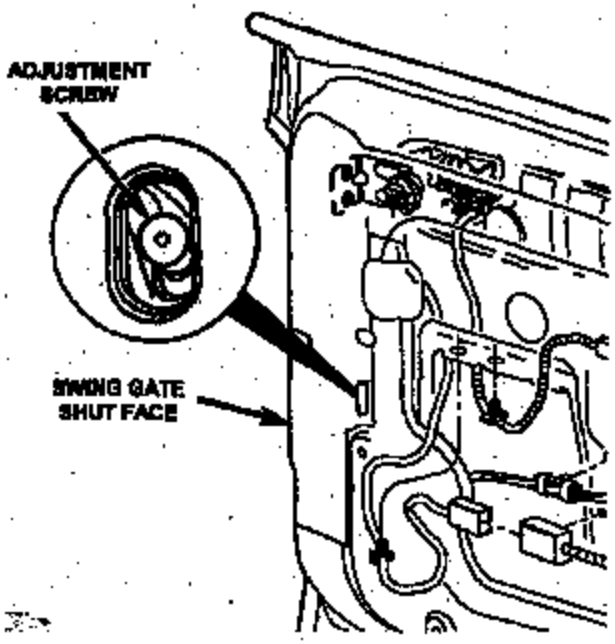

Figure 4
g. Locate the adjustment screw access hole on the swing gate (Figure 4).
h. Insert a 5/32-inch hex-wrench through the sheet metal opening on the swing gate and into the adjustment screw and loosen the screw (Figure 4).